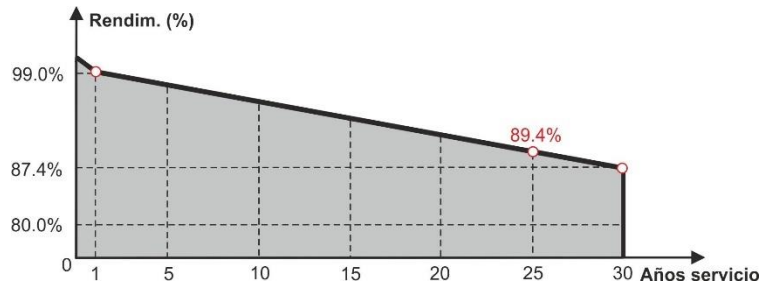

Fig. 23: Ejemplo de curva Años/Prestaciones de un módulo FV
- Sobre la base de estos valores, el instrumento calcula automáticamente la curva Años/Prestaciones (ver la Fig. 23) de la cual infiere el valor de la pérdida prestación % usado en el cálculo de curva I-V (ver § 6.4.5 y § 11.3)